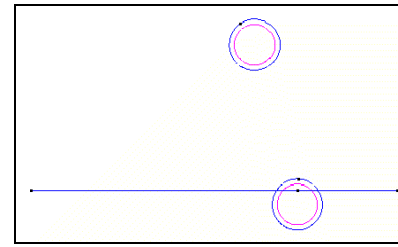

Figure 6. Result of the rotations
2. Repeat the rotation process explained in section 2.4, but this time with an angle of 36 degrees (see Figure 6).